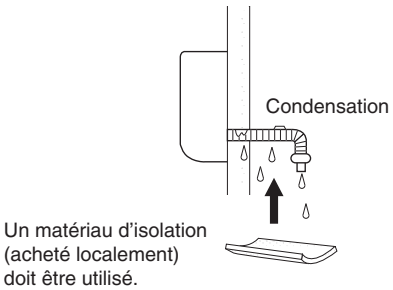

Fig. 3-36
c) Si le tuyau de vidange passe dans la salle, l'isoler avec un isolant* de manière que la coulée de condensation ne risque pas d'endommager les meubles ou les planchers. (Fig. 3-36)